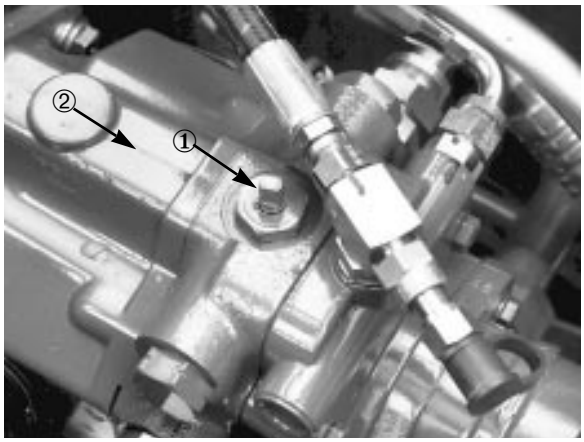

Fig. 18
4. Girare la valvola di bipasso a 90° (Fig. 18). Aprendo la valvola si apre un passaggio all'interno della pompa di trazione, per bipassare l'olio idraulico. Poiché l'olio idraulico viene bipassato, è possibile spostare il trattorino senza arrecare danni all'impianto idraulico.